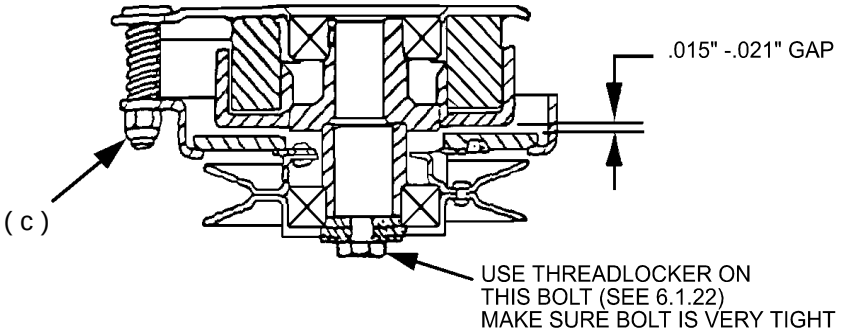

FIGURE 13
c) Place .015-.021 inch feeler gauge through each of the three clutch gap holes. If gap exceeds this range, tighten the three adjusting nuts (c) until the proper gap is obtained (See Figure 13). The three clutch gap holes are located at the “nut side” of the adjusting bolts. The adjusting bolts can be identified by the springs surrounding each bolt.